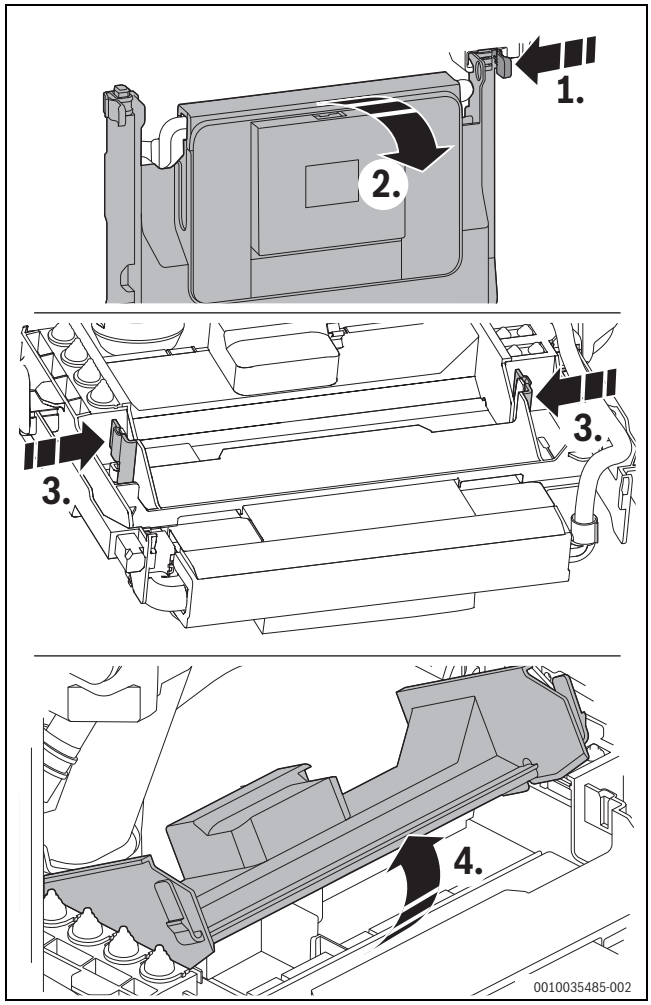

Fig. 42 Deschiderea dispozitivului de comandă
- ▶ Rabatați dispozitivul de comandă în jos (→ Fig. 42).